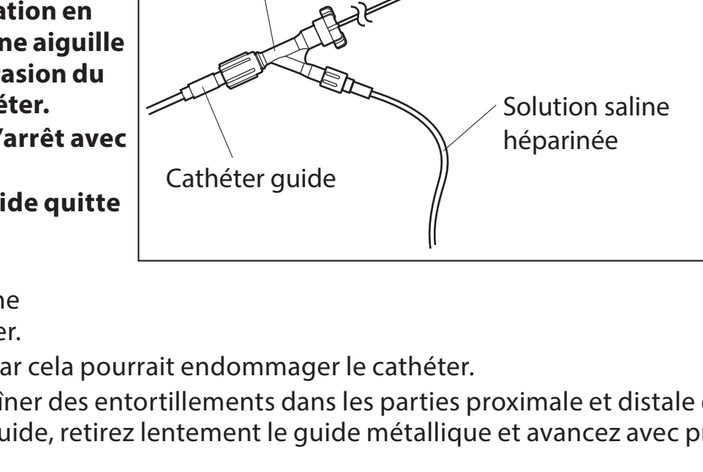

Fig. 5
7. Insérez un cathéter guide dans le vaisseau du patient. Fixez une vanne hémostatique rotative (de type Tuohy-Borst) sur le cathéter guide et irriguez le cathéter en continu avec une solution saline héparinée. Insérez l'ensemble cathéter et guide métallique à travers la vanne dans le cathéter guide et avancez jusqu'à l'extrémité distale du cathéter guide (Fig. 5). Pour assurer une insertion sans heurt à travers le vanne hémostatique rotative et le cathéter guide, il est recommandé de maintenir le guide métallique à l'intérieur du cathéter jusqu'à ce que le cathéter atteigne l'extrémité distale du cathéter guide.